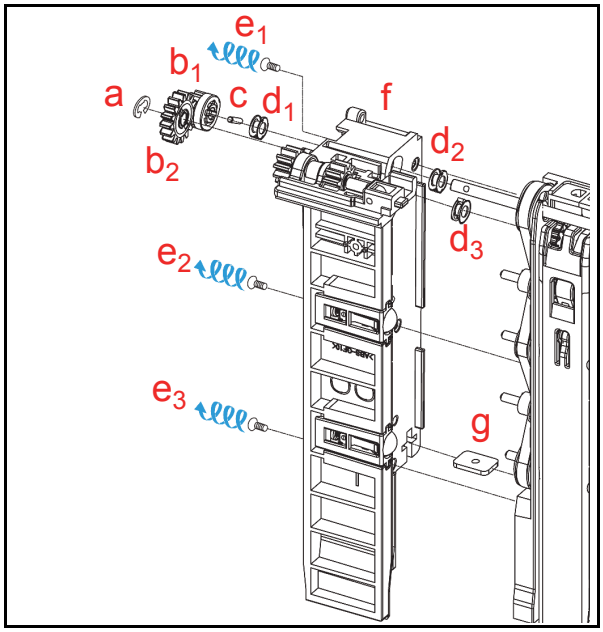

Figure 4-7 Left Frame Outer "L" Removal
9. Remove the single (1) E-ring (See Figure 4-7 a) and the two (2) Gears (See Figure 4-7 b_1 & b_2) located on the left side of the Transport Unit.
NOTE: Be careful that the parallel Pins (See Figure 4-7 c) and their related Bushings (See Figure 4-7 d_1, d_2 & d_3) are not lost when removing them.
10. Remove the three (3) Assembly Mounting Screws (See Figure 4-7 e_1, e_2 & e_3) and remove the Left Frame Outer "L" Assembly (See Figure 4-7 f) from the Transport Unit.
NOTE: When replacing the Frame Outer "L" Assembly, ensure that the Plate Nut is correctly re-positioned (See Figure 4-7 g).